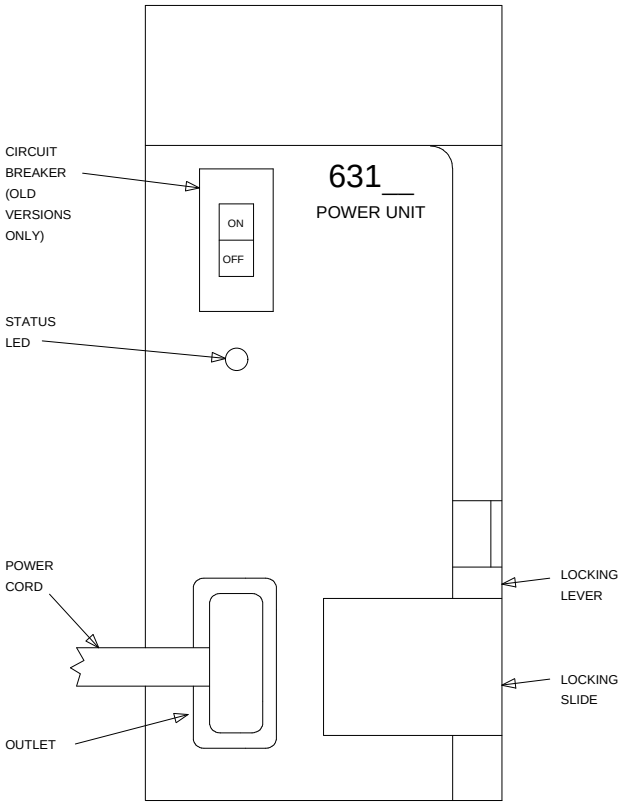

Figure 3-9. 631-Type Power Unit
13. Connect the power cords to the power units. The power cords are the white cables equipped with plugs that are run through the slots in the front of each carrier (see Figure 3-9).